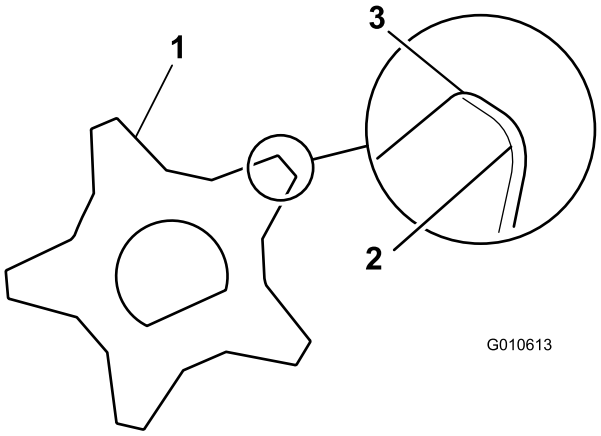

Figura 37
13. Montate l'albero in ordine inverso, in modo che il bordo più affilato della lama sia rivolto in avanti (Figura 37).